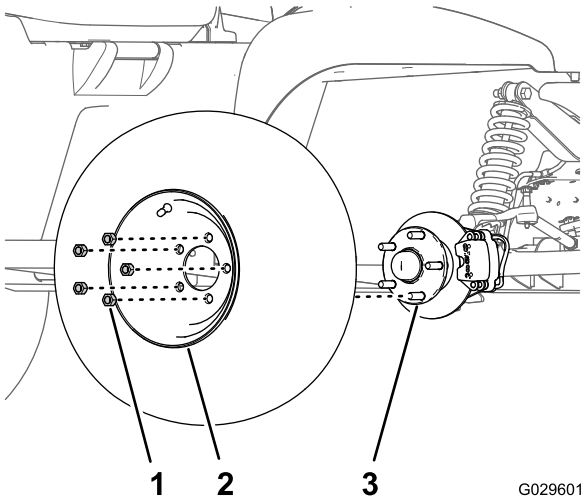

Figur 30
2. Fjern de fem hakemutrene som fester hjulet til navet (Figur 30).
4. Innrett hullene i hjulene med boltene i navet, og monter hjulet til navet med ventilstammen på utsiden (Figur 30).
5. Fest hjulet til navet med hakemutterne (Figur 30) og trekk til mutterne med 108–122 Nm.